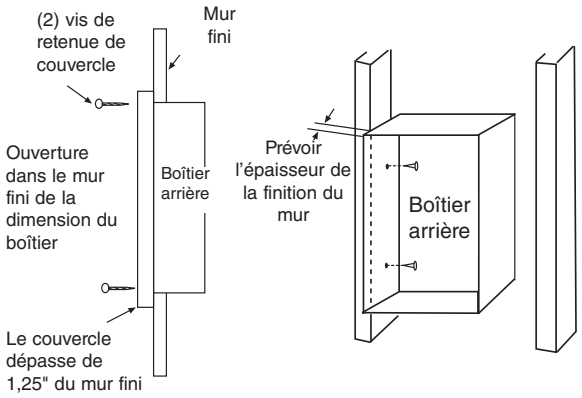

Figure 2
1. Déterminez quel côté du boîtier arrière sera monté contre un poteau mural ou une solive de plafond (Voyez la Figure 2). Prévoyez l'épaisseur de la surface finie au moment de l'installation du boîtier arrière. Le rebord du boîtier arrière doit arriver juste au niveau de la surface finie finale. Des repérages sur les côtés du boîtier arrière pour des finitions de mur d'épaisseur 1/2" ou 5/8" (12,7 ou 15,9 mm) sont fournis.
3. Positionnez le boîtier arrière sur le poteau ou la solive à l'endroit voulu et fixez-le à l'aide de deux clous ou vis comme indiqué sur la Figure 2.
REMARQUE B : Des avant-trous pour vis de tôlerie de #8 ont été fournis sur les côtés du boîtier arrière (Voyez la Figure 2).
1. Déterminez quel côté du boîtier arrière sera monté contre un poteau mural ou une solive de plafond Voyez la Figure 2.